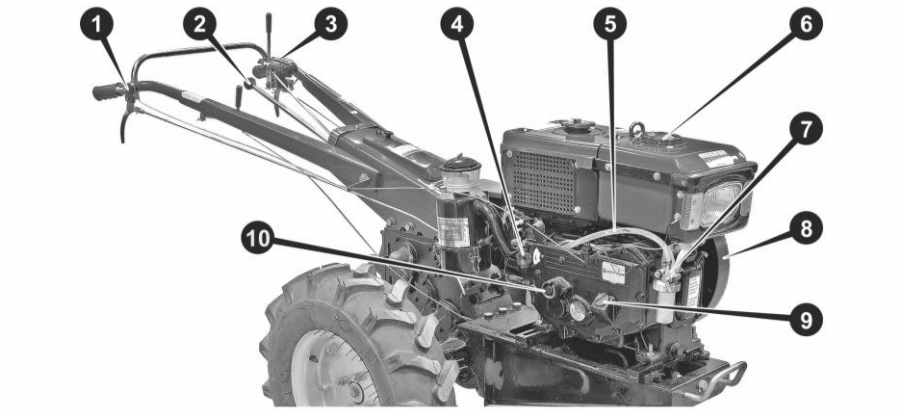

Рисунок 36. – Пробний запуск
3. Встановити важіль зчеплення (3) у положення «ВИМК». Важіль перемикання передач (2) встановити у нейтральне положення.
4. Перевірити, щоб гайка-баранчик (4) не була затиснута. Встановити важіль ручного газу (1) на максимум (вгору). Відкрити паливний кран (7), переконатися у відсутності підтікання палива.
5. Дістати з інструментального ящику пускову рукоятку (11) і вставити у спеціальне гніздо (10) на кришці картера двигуна. Рукоятка повинна виступати храповика зафіксуватись на пусковому валу.
6. Щоб створити потрібний тиск палива на форсунці, треба повернути лівою рукою важіль декомпресора (12) у крайнє положення, до упору, а правою плавно обертати рукоятку (11) за годинниковою стрілкою – зробити кілька обертів.
7. Утримуючи декомпресор (12) у повернутому положенні, з прискоренням розкручувати маховик (8), максимально збільшуючи оберти. Коли через 5-7 обертів рукоятки швидкість обертання маховика стане максимальною, зробити посилений ривок рукоятки і одночасно відпустити декомпресор.
8. Відразу як тільки двигун заведеться, повернути рукоятку (11) до інструментального ящика.
9. Через 5-10 секунд після запуску двигуна встановити важіль ручного газу (1) на середні оберти. Для контролю працездатності двигуна достатньо дати йому попрацювати 1-2 хвилини.
11. Щоб заглушити двигун, встановіть важіль ручного газу (1) в мінімальне положення, після цього необхідно відразу закрити паливний кран (7) (див. рис. 36.)